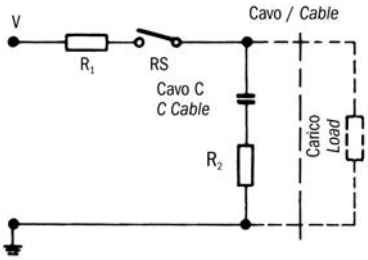
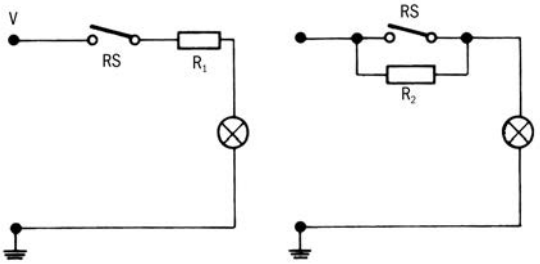

Fig. 4
Fig. 5 Circuito con lampada, resistenza in parallelo o in serie con il commutatore.
2) Carichi capacitivi e lampade Al contrario di quanto avviene con i carichi induttivi, con i carichi capacitivi e con lampada si hanno elevate scariche di corrente che possono provocare guasti immediati, e persino la saldatura dei contatti. Quando si commutano dei condensatori caricati o dei condensatori di linea, si ha un'immediata scarica la cui intensità dipende dalla portata e dalla lunghezza dei carichi. La corrente di scarica di picco è limitata da un resistore in serie con il condensatore, come è indicato nella fig. 4 (vedi pagina seguente). La dimensione del resistore sarà determinata in base alle possibilità esistenti nell'ambito di un particolare circuito. In ogni caso, dovrebbe essere il più grande possibile per limitare lo scarico di corrente entro limiti accettabili. Quanto detto vale anche per il carico con condensatori. Per quanto riguarda i circuiti con condensatori ad elevata scarica di corrente, andrebbero usati i circuiti come da fig. 5 (vedi pagina seguente), con R1 o R2.